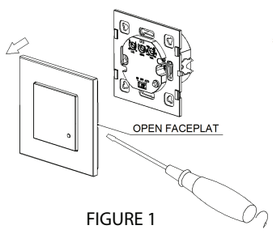

FIGURE 1
- Unload the faceplate of sensor and adjust the time and LUX knob.(refer to figure 1)
- Retirer la plaque de contact du capteur et régler le bouton de temps et LUX. (se référer à la figure 1)
- Nehmen Sie den Deckel des Sensors ab und stellen Sie den UHR- und LUX-Knopf ein (sieh Fig. 1)